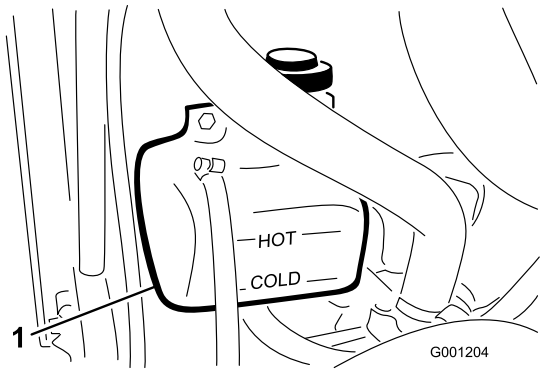

Figur 24
1. Kontroller kjølevæskenivået i ekspansjonstanken (Figur 24).